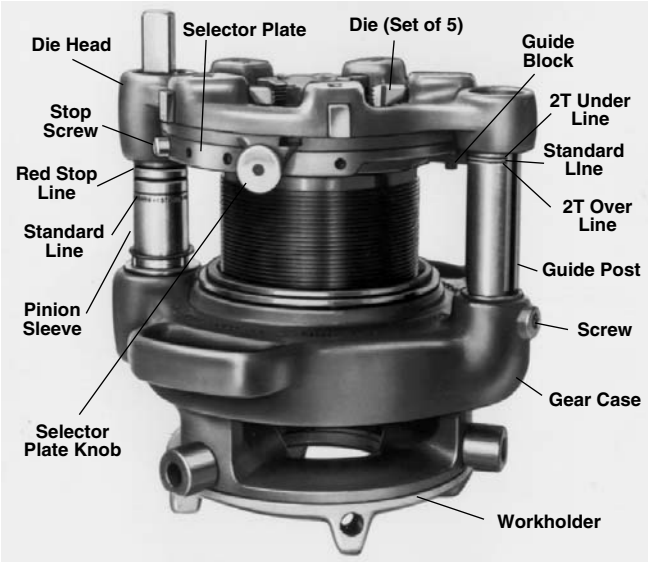

Figure 8 – No. 141 Geared Threader Showing Pinion Sleeve And Guide Post Reference Lines (No. 161 Geared Threader Similar)
Grasp workholder and turn square end of drive shaft or turn gear case by hand to respective reference lines on guide post *(Figure 8)*.
(Figure 8)
4. Turn guide post until straight slot faces inward for straight thread, or tapered slot inward for tapered thread. *Figure 8* shows guide post set to cut tapered thread.
1. Remove stop screw *(Figure 8)* from selector plate.
2. Pull knobs *(Figure 8)* and rotate cam plate to CD mark on top of die head.
3. Remove worn die set *(Figure 8)* and insert new die set.